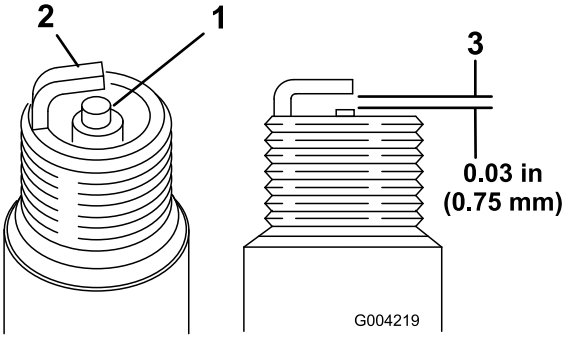

Rysunek 50
1. Przyjrzyj się środkowi obu świec zapłonowych (Rysunek 50). Jeżeli widzisz, że izolator lekko pobrązowiał lub poszarzał, silnik działa poprawnie. Czarny nalot na izolatorze zazwyczaj oznacza, że filtr powietrza jest brudny.
2. Należy sprawdzić odstęp między centralną i boczną elektrodą (Rysunek 50).
3. Należy przechylić boczną elektrodę (Rysunek 50), gdy odstęp nie jest właściwy.